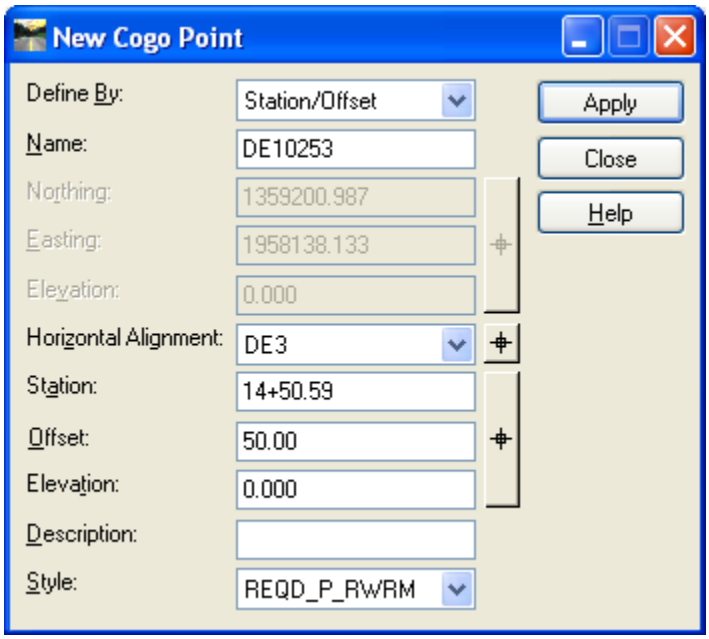
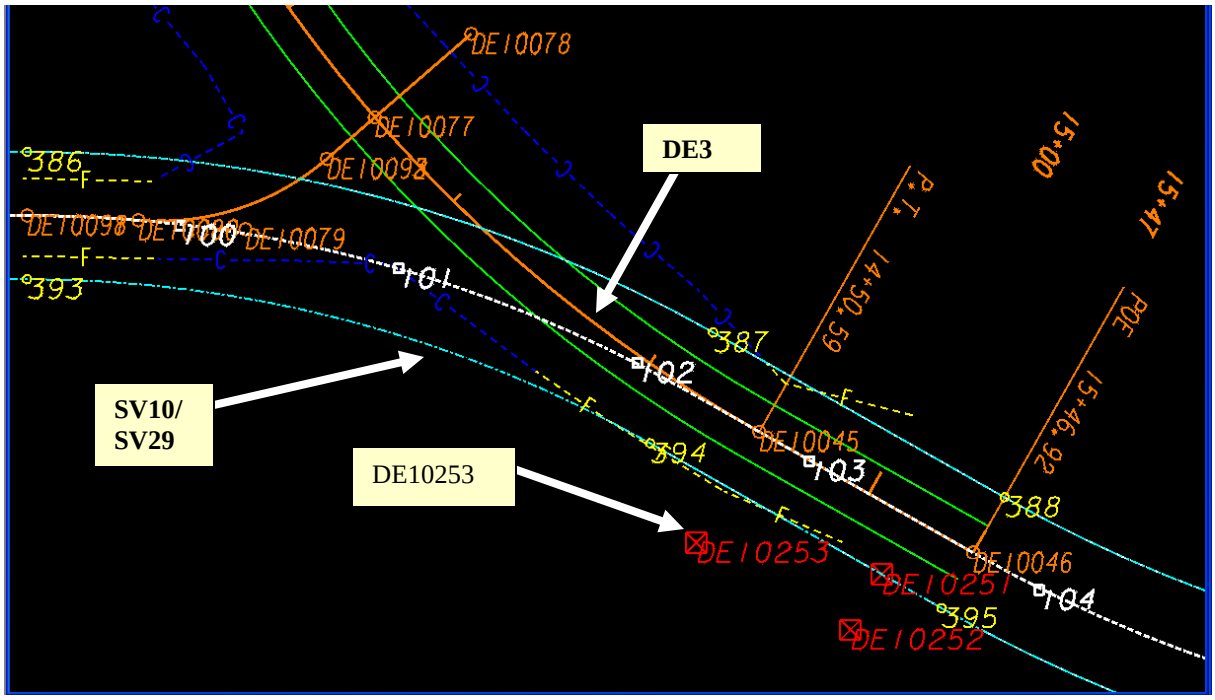

Figure L12-69 New Cogo Point
Figure L12-70 MicroStation View
• Left click in the MicroStation window. The **New Cogo Point** dialog reappears and **Station 14+50.59** is in the **Station:** entry field. Selecting the Station for the PT in this way ensures the exact Station value has been captured and stored in memory even though only 2 decimal places are showing. • Notice the **Elevation:** has also been captured. Since this is a Property Point, manually key-in **0.000** for the **Elevation:** . • In the **Offset:** field, key-in **50.000**. • Ensure your entries match those shown in *Figure L12-69*. • Click **Apply** and **Close** the **New Cogo Point** dialog. • If a **Results** window appears – click **Close** to exit the **Results** window. • Ensure Point **DE10253** was drawn in MicroStation as shown in *Figure L12-70*.